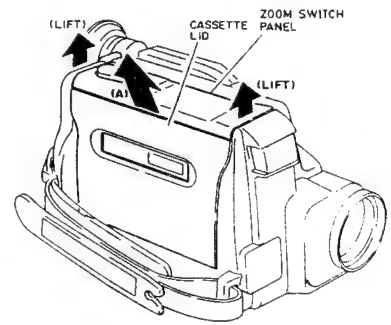

Fig. 2-15
8: Lift the zoom switch panel, remove the cassette lid in the direction of arrow (A). (See Fig. 2-15)